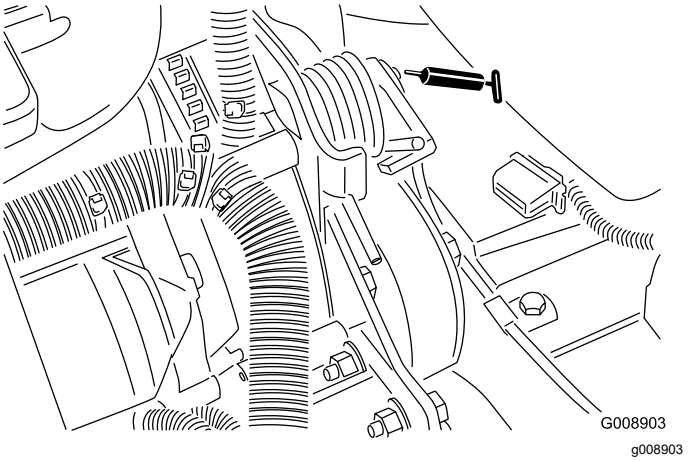

Figuur 62
- Draaipunt riemspanning (Figuur 62)